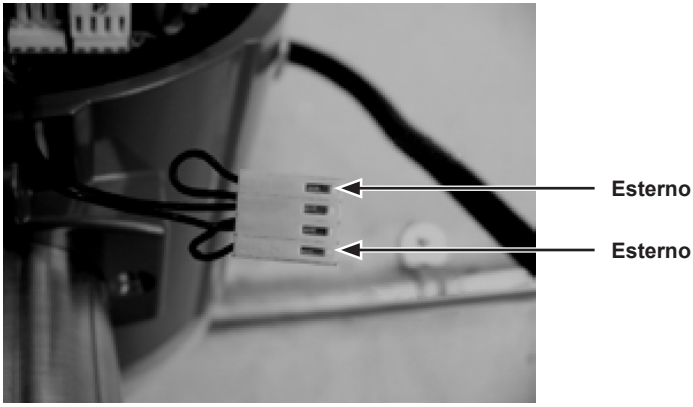

Fig. 62 - Connettore del sensore di temperatura
3. Rispettando le precauzioni previste per la protezione dalle scariche elettrostatiche (ESD) e le cautele richieste per operare in aree definite potenzialmente pericolose, smontare e rimuovere il coperchio della finestrella della custodia dell'unità elettronica. Disconnettere il sensore della temperatura dallo stack dell'unità elettronica e/o l'alimentazione elettrica remota attraverso la scheda. Fare riferimento alle figure 62 e 63. Misurare la resistenza attraverso i pin esterni del connettore del sensore di temperatura, che dovrebbe leggere circa 1080 ohm a temperatura ambiente (maggiore resistenza a temperature elevate).